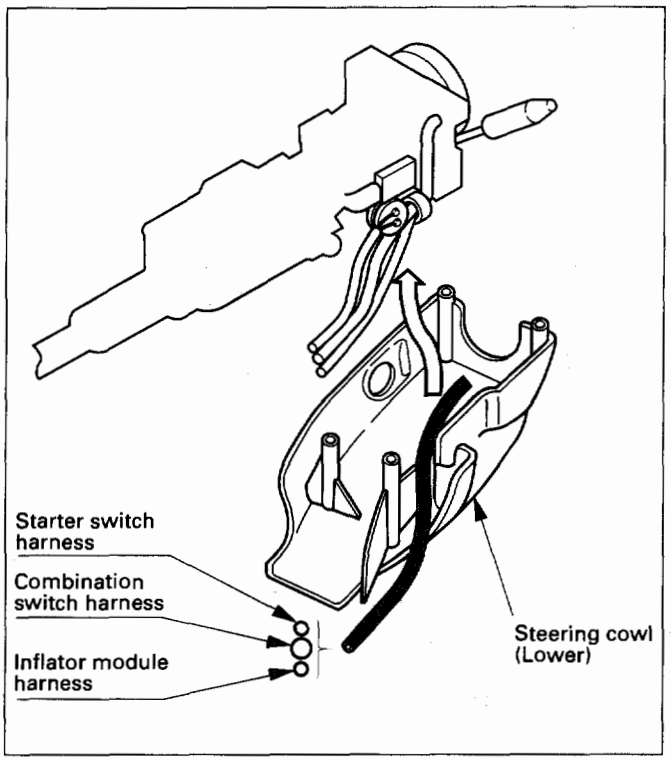

Fig. 9B-11
1. When installing the steering cowl, be sure to pass the harnesses through the route as shown in the illustration so that the starter switch, the combination switch and the SRS harness will not get caught. (Fig. 9B-11)